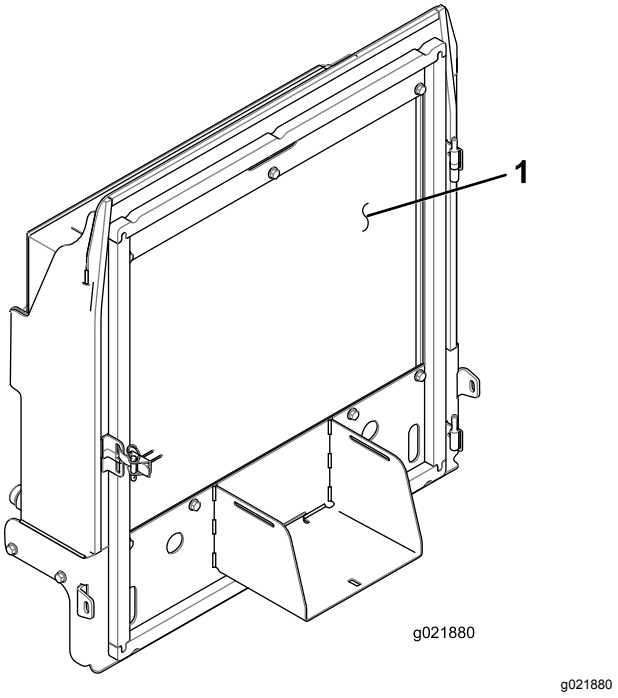

Figuur 92
4. Reinig beide zijden van de radiateur/oliekoeler grondig met perslucht (Figuur 92).